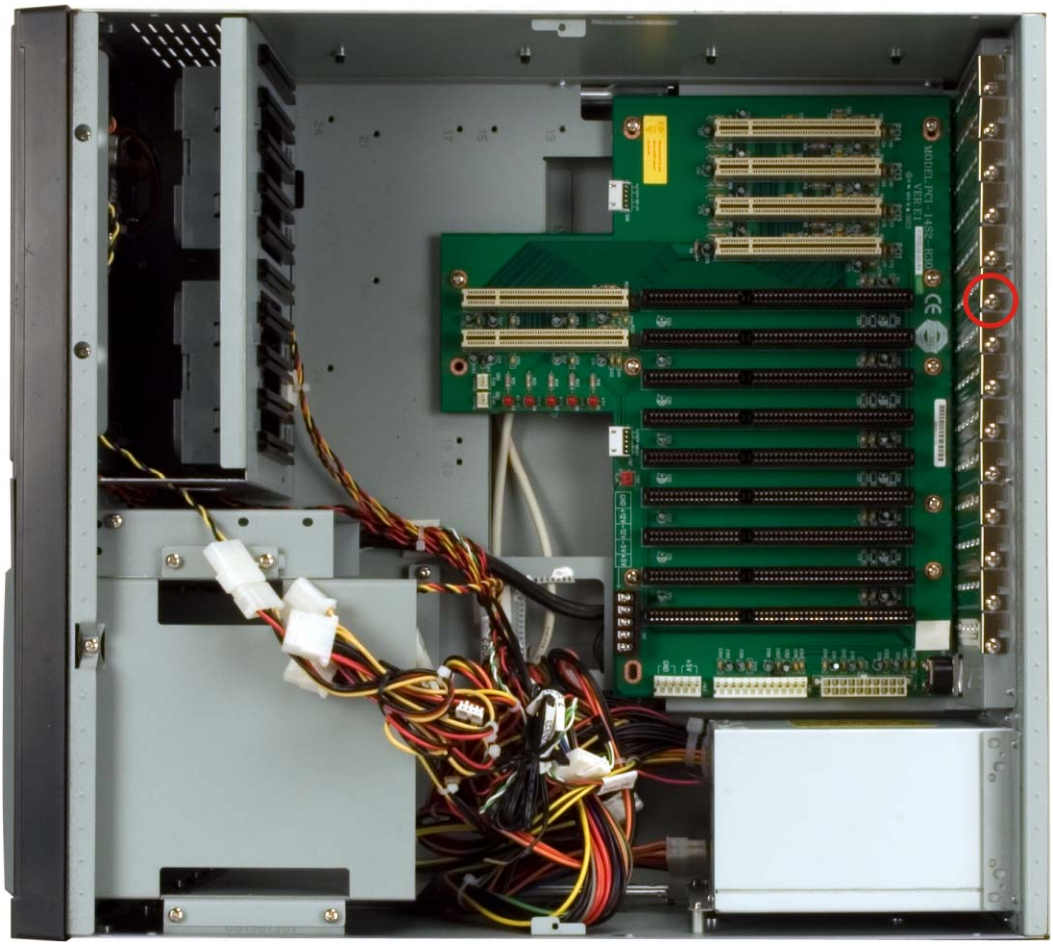

Figure 4-12: Slot Cover Retention Screw
Step 1: Remove the slot bracket from the chassis rear panel by removing the slot cover retention screw (**Figure 4-12**).